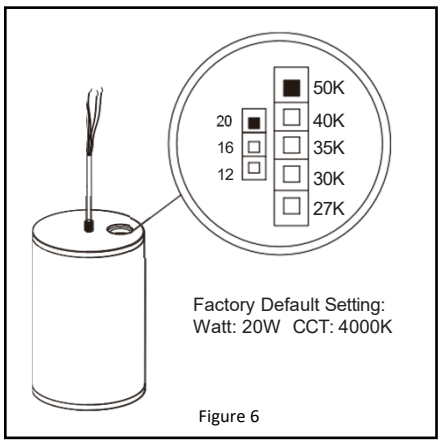

Figure 6
- Set the wattage and CCT to best suit the installed environment. Then reinstall the knockout to the threaded hub. ***See Figure 6.***